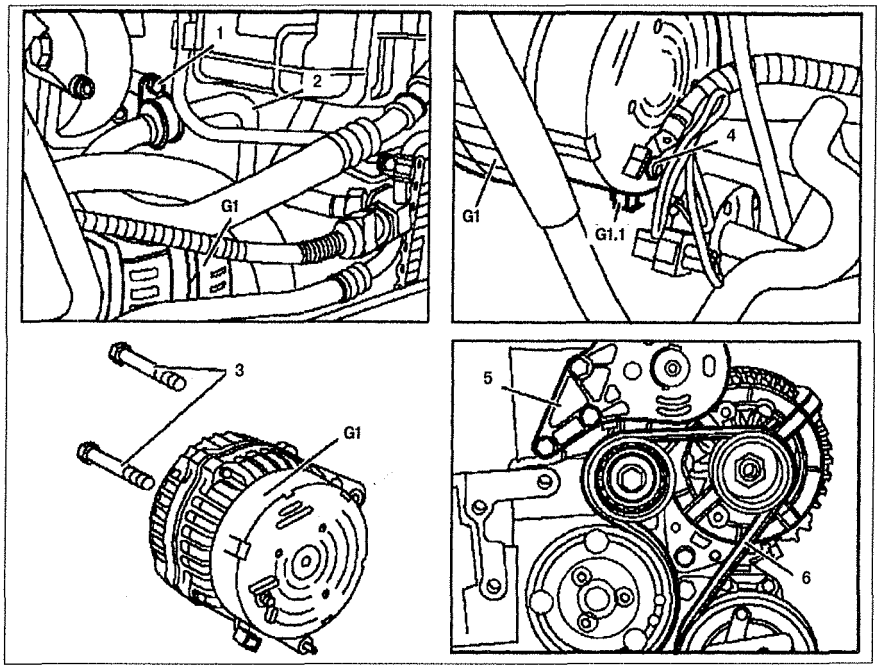

Рис. 3.55. Генератор:
4. Снимите ремень привода генератора **6** (см.рис.3.55).